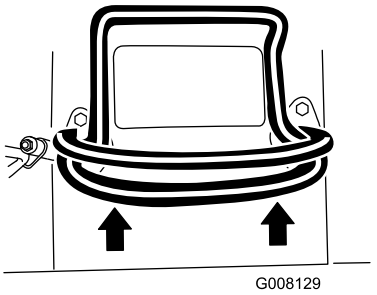

**Figur 6**
- För drivreglaget framåt för att köra framåt (Figur 6).